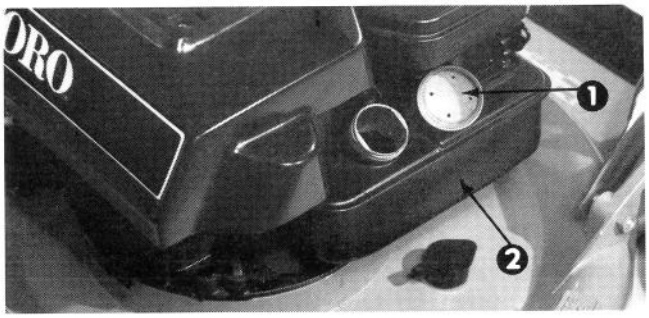

Figure 5
1. Clean area around fuel tank cap and remove cap from tank (Fig. 5).